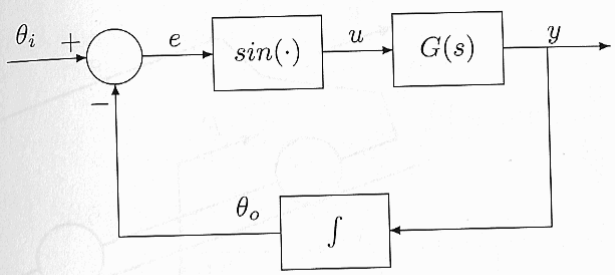

Figure 1.20: Exercise 1.11.
1.11 A phase-locked loop [64] can be represented by the block diagram of Figure 1.20. Let $\{A, B, C\}$ be a minimal realization of the scalar, strictly proper transfer function $G(s)$. Assume that all eigenvalues of A have negative real parts, $G(0) \neq 0$, and $\theta_i =$ constant. Let z be the state of the realization $\{A, B, C\}$.